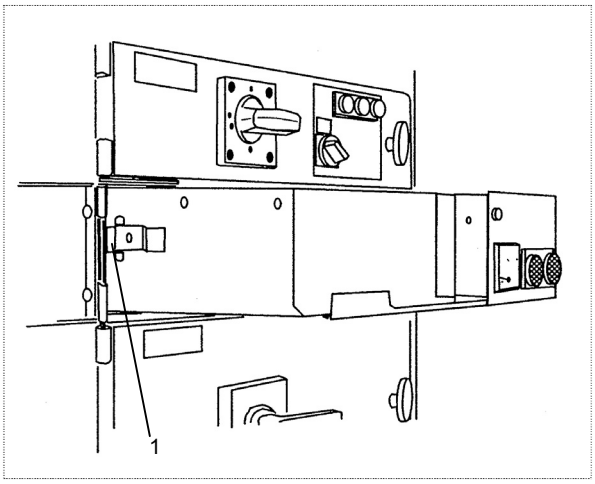

Рисунок 3-3: Боковая защелка
- Надавите вниз на защелку в левой части выдвижного блока и извлеките его из отсека (см. Рисунок 3-3).